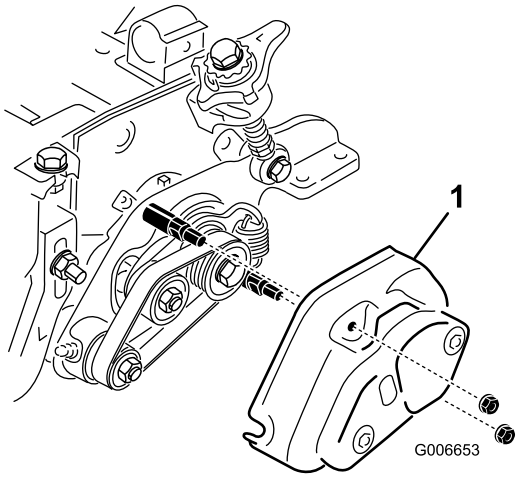

Figure 49
8. Vérifiez que les écrous des couvercles du groomer et de la brosse de rouleau (Figure 49) ne sont pas trop serrés.